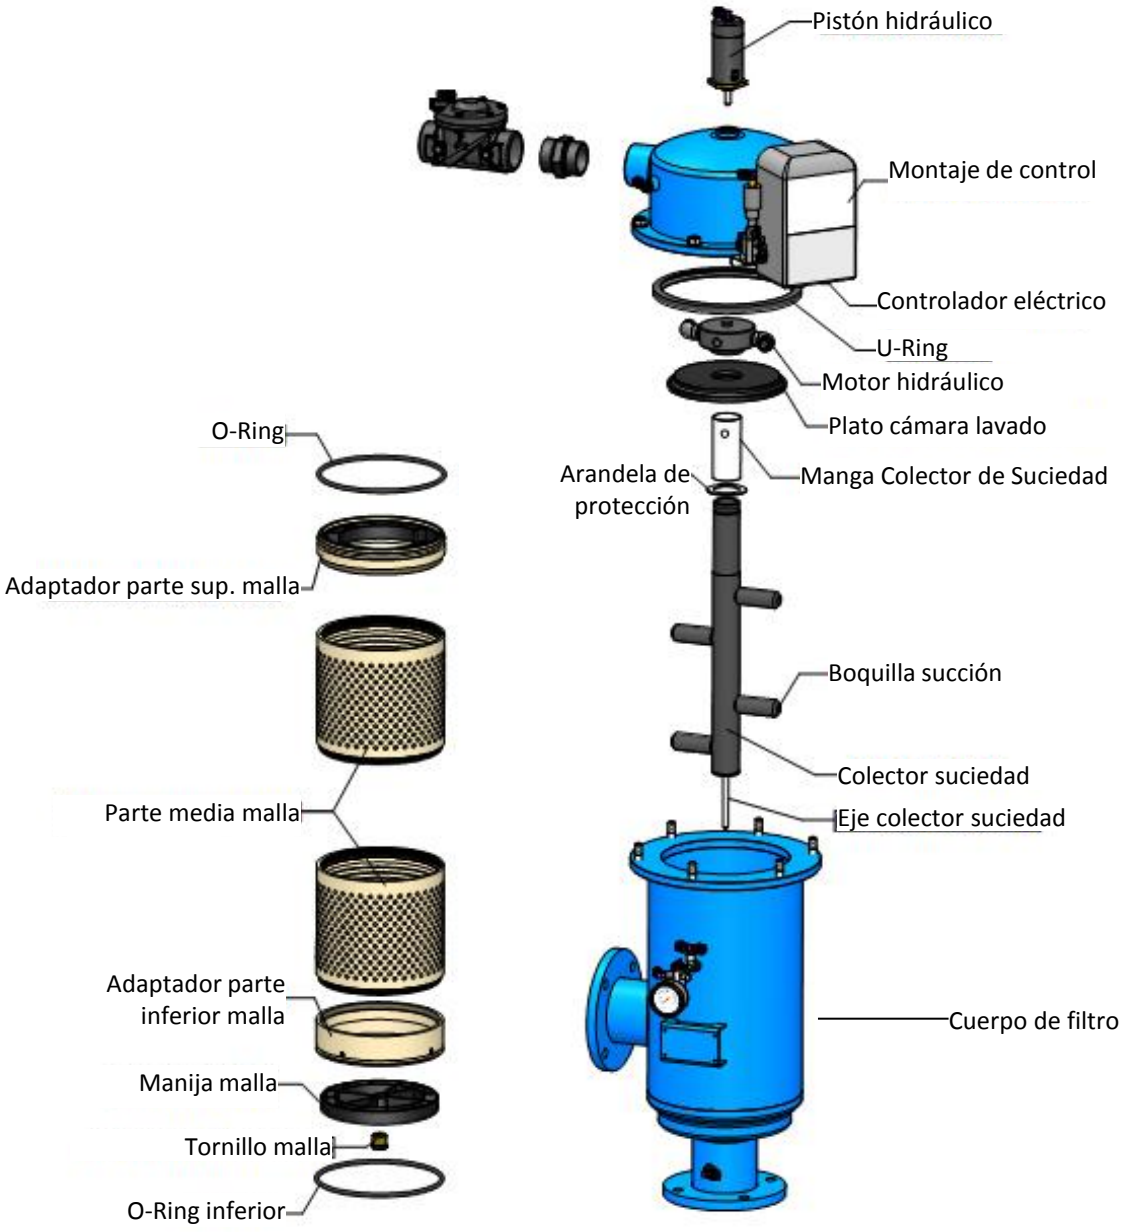

Figura 7: Reemplazo e Instalación de Malla
4. Quite las seis tuercas y tornillos conectados al pistón montado en el filtro. (Ver figura 7).